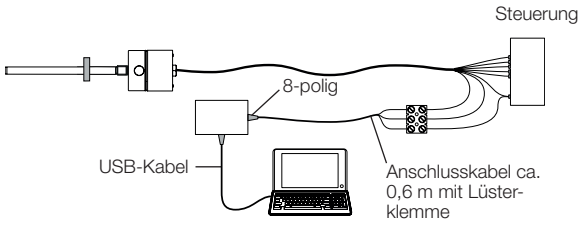

Bild 6-1: Anschluss der Kommunikationsbox mit Kabelanschluss
1) Empfohlene Adernfarbe bei Verwendung der USB-Kommunikationsbox (siehe Bild 6-1 auf Seite 17)